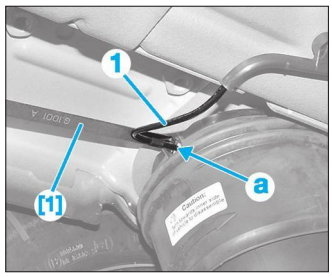

**Fig. 26**
• Nettoyer la zone autour du raccord pneumatique (a) **(Fig.26)**.
• Maintenir appuyé l'outil [1] et désaccoupler à la main le tuyau pneumatique (1) (tirer dans l'axe).